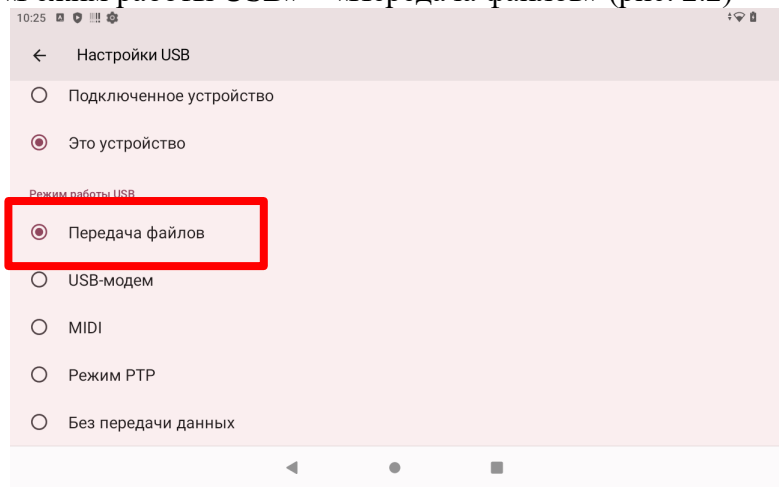

Рис. 2.2 – «Режим работы USB» – «Передача файлов»
3. Выбрать «Режим работы USB» – «Передача файлов» (рис. 2.2)